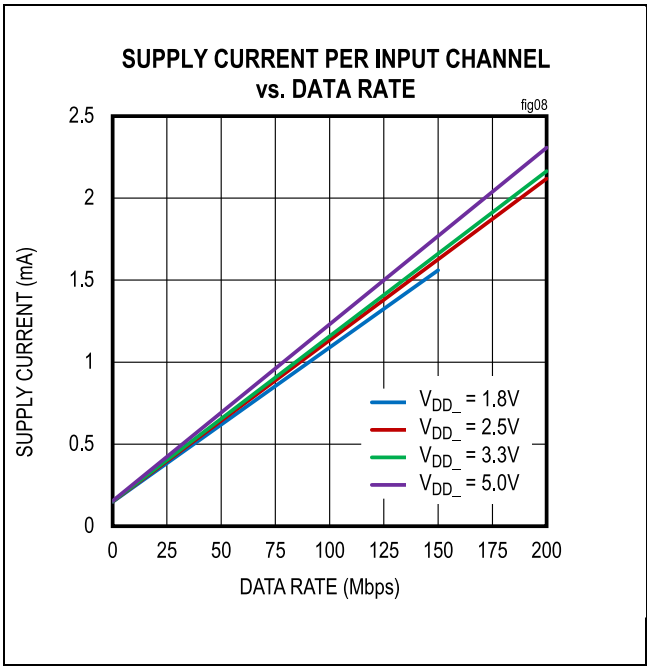
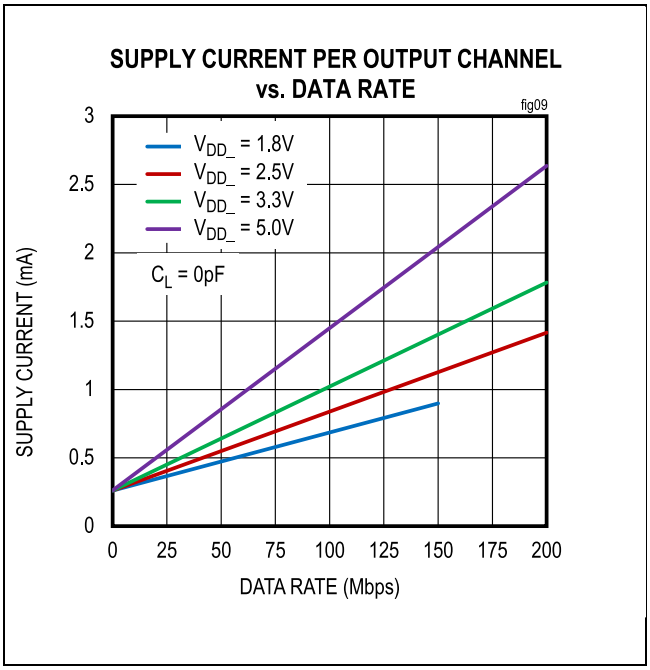

Figure 8. Supply Current per Input Channel (Estimated)
Figure 9. Supply Current per Output Channel (Estimated)
The required current for a given supply (V_{DDA} or V_{DDB}) can be estimated by summing the current required for each channel. The supply current for a channel depends on whether the channel is an input or an output, the channel's data rate, and the capacitive or resistive load if it is an output. The typical current for input or output at any data rate can be estimated from the graphs in *Figure 8* and *Figure 9*. Note that the data in *Figure 8* and *Figure 9* are extrapolated from the supply current measurements in a typical operating condition.
The total current for a single channel is the sum of the no-load current (shown in *Figure 8* and *Figure 9*), which is a function of voltage and data rate, and the load current, which depends on the type of load. Current into a capacitive load is a function of the load capacitance, the switching frequency, and the supply voltage.
- Channel 1 is an output channel operating at 2.5V and 100Mbps, consuming 0.84mA, estimated from *Figure 9*.
- Channel 2 is an input channel operating at 2.5V and 20Mbps, consuming 0.35mA, estimated from *Figure 8*.
- Channel 1 is an input channel operating at 3.3V and 100Mbps, consuming 1.16mA, estimated from *Figure 8*.
- Channel 2 is an output channel operating at 3.3V and 20Mbps, consuming 0.41mA, estimated from *Figure 9*.